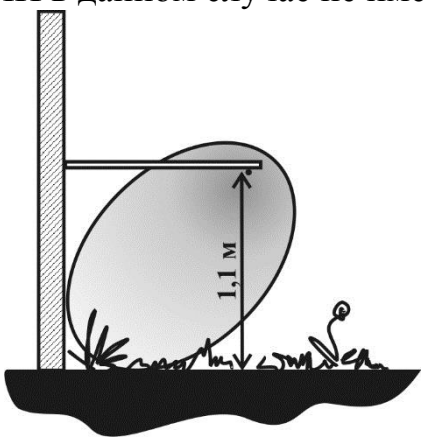
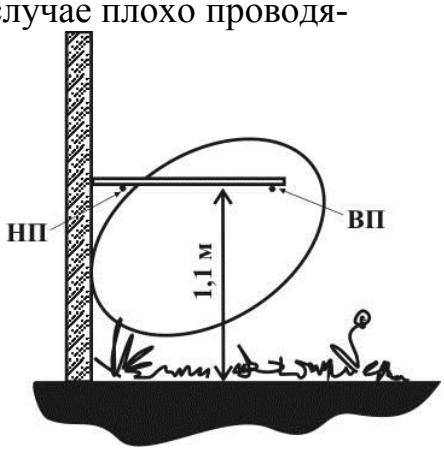

Рис. 10.21
Рис. 10.22
10.3.1 При установке ЧЭ вдоль плоскости заграждения с использованием УК-03П/1,2 (УК-13П/1,2), ВП ЧЭ монтируется на высоте 1,0…1,2 м от поверхности земли, УК-03П/1,5 (УК-13П/1,5), ВП ЧЭ монтируется на высоте 1,3…1,5 м от поверхности земли. НП может размещаться двумя способами: 1) на консоли УК-03(П), 2) в земле, на глубине до 0,1 м. На рис.10.21 показано ориентировочное сечение ЗО для металлосодержащего заграждения и хорошей проводимости земли (влажная почва). Расположение НП в данном случае не имеет определяющего значения. В случае плохо проводящей (сухой) земли и расположении НП на консоли, ЗО немного отрывается от поверхности земли и «притягивается» ближе к НП (см. рис.10.22). Прохождение внутренних или внешних углов заграждения производится по аналогии с рис.10.1 и рис.10.3. Необходимо обеспечить плавные сопряжения отрезков ЧЭ, выбирая установочные места. Угол наклона консолей должен обеспечивать максимально возможное удаление ВП от плоскости заграждения. Также нужно учесть, что большое количество «изломов» ЧЭ или приближение ВП к проводящим заграждениям значительно увеличивает потери сигнала и сокращает максимально допустимую длину охраняемого участка. Допускается размещение БПРД непосредственно на конечных консолях, БПРД и БПРМ на заземлителях (предпочтительно) или на заграждении.